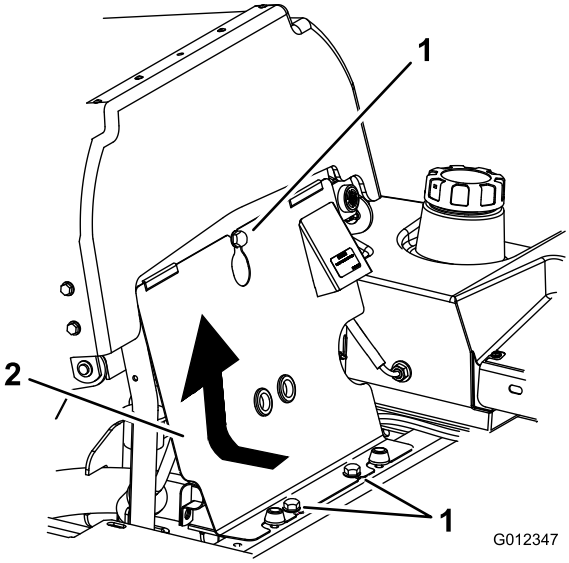

Rysunek 45
1. Pochyl fotel do przodu, poluzuj śruby i zdejmij przedni panel silnika (Rysunek 45).